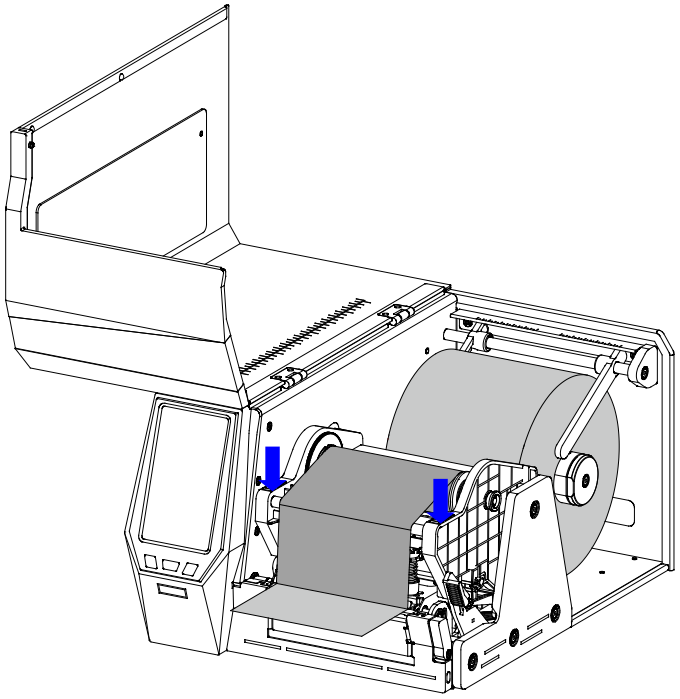

Figure 2-27 Lock the Printhead
5. Press the Printhead Module downward until you hear a "click", as shown in Figure 2-27.
7. The connected printer will be detected, click "Next", as shown in Figure 2-27.